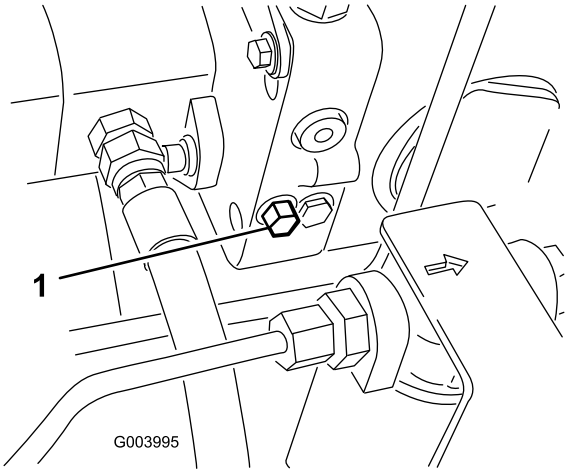

Figur 41
1. Vri omløpsbolten halvannen omdreining for å åpne den, og la oljen gå utenom internt (Figur 41).